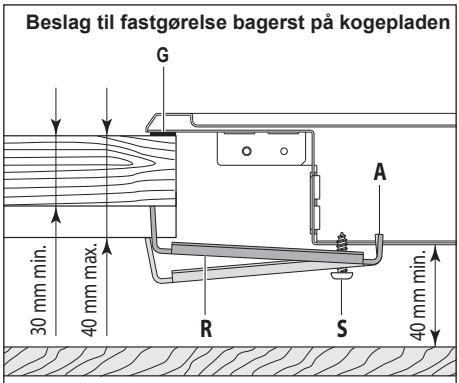

Fig. 1.2f
– Monter beslagene ”**F**” og ”**R**” uden at stramme skruerne ”S”. Sørg for at tapperne er korrekt monterede (se fig. 1.2f og 1.2g). Roter tapperne, så kogepladen kan monteres i udskæringen.
– Sørg for at beslagene ”**F**” og ”**R**” er korrekt monteret. Tappen ”**A**” skal ind i hullet iht. fig. 1.2f og 1.2g.